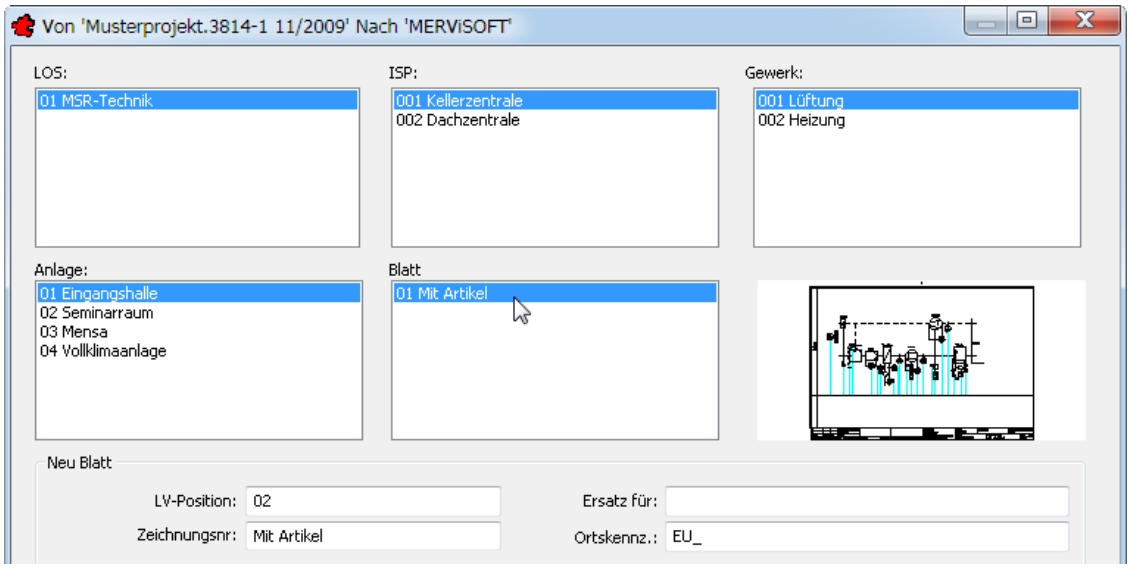

Bild 18.51 – Das Dialogfenster *Von <Quelle> nach <Ziel>* dient zum Kopieren einzelner Blätter
- Wählen Sie aus *MSR-Technik, Kellerzentrale, Lüftung* das Blatt *01 Mit Artikel* aus der Anlage *01 Eingangshalle* (Abb. 18.51).